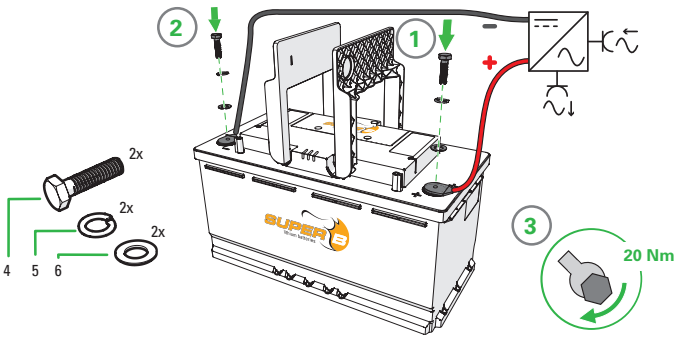

Figure 7. Connexion du raccord réducteur des câbles d'alimentation
2. Connecter la charge ou le chargeur à la borne X2 (+) de la batterie Li-ion (figure 7). Utiliser l'écrou M8, la rondelle à ressort et la rondelle plate pour connecter le câble de la batterie Li-ion.
3. Connecter ensuite la borne X1 (-) de la batterie Li-ion (figure 7). Utiliser l'écrou M8, la rondelle à ressort et la rondelle plate pour connecter le câble de la batterie Li-ion.